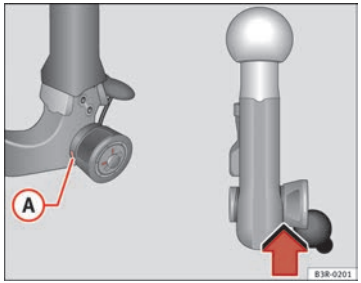

Abb. 160 Abnehmbare Anhängevorrichtung: Sicherheitsüberprüfung
– Überprüfen Sie, ob sich die grüne Markierung (A) ⇒ Abb. 160 am Handrad im Bereich der schwarzen Kennzeichnung an der Kugelstange befindet.